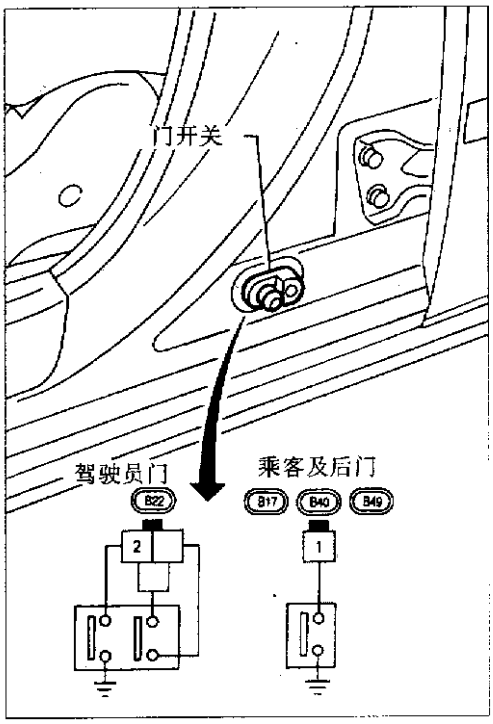

图 12－19－29
(1) 门开关。检查表 12－32 中所示端子与开关接头间是否导通，见图 12－19－29。